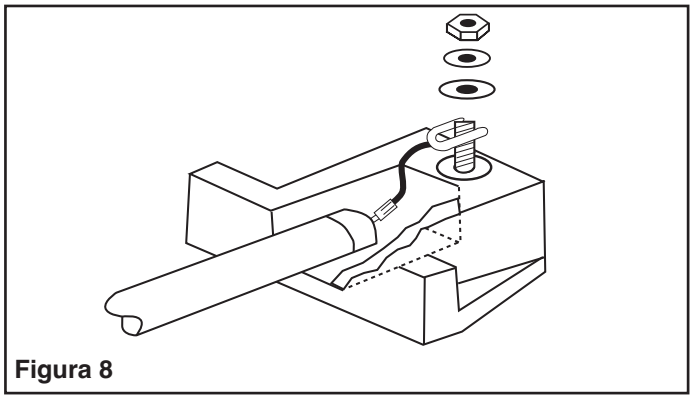
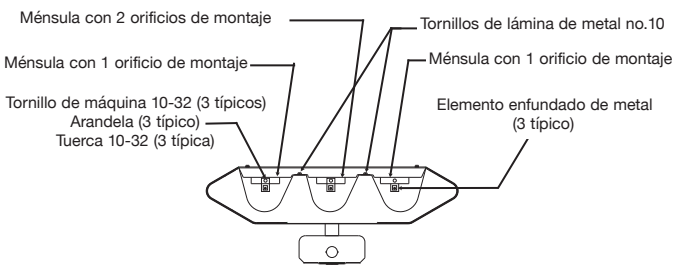

**Figura 8**
**Figura 9**
1. Eliminar la cubierta del terminal en cada artefacto para obtener acceso a los bloques terminales. Aflojar la tuerca hexagonal no. 10 e instalar el elemento según se indica en la Figura 8.
1. Extraer la cubierta del terminal en cada extremo del artefacto para obtener acceso a los bloques terminales. Aflojar la tuerca hexagonal no.10, a continuación fijar un extremo del elemento según se indica en la Figura 8. Con un extremo del elemento fijado al terminal, deslizar elaislador sobre el elemento de la funda de metal y fijar el extremo opuesto del elemento.Complear el ensamblado según se indica en la Figura 9 usando el soporte con un orificio de montaje (descartar los soportes con 2 orificio de montaje).